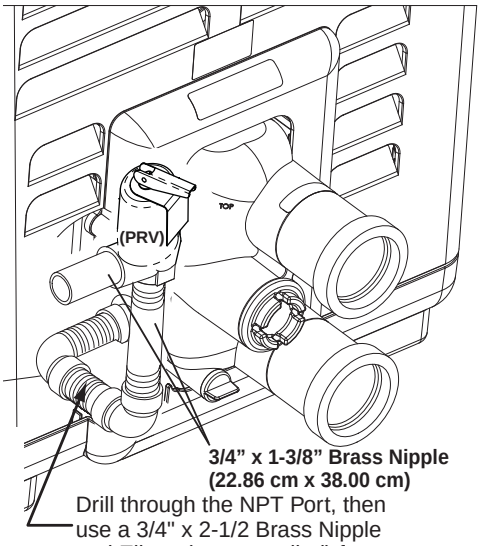

Figure 34.
The relief pressure of the valve MUST NOT EXCEED 50 PSI. The relief valve must be installed vertically. To install the valve, use a 3/4" x 3-1/2” brass nipple at the manifold and two (2) brass elbows and nipples (supplied), as shown in Figure 34. No valve is allowed to be placed between the manifold adapter and the relief valve. **Note: Be sure to use threaded seal tape (PTFE) or equivalent, on all treaded metal pipe connections.**
To avoid water damage or scalding from operation of the relief valve, install a drain pipe in the outlet of the pressure relief valve that will direct water discharging from the valve to a safe place for disposal. DO NOT install any reducing couplings or valves in the drain pipe. The drain pipe must be installed as shown in Fig. 34 to allow complete drainage from the valve and drain line.